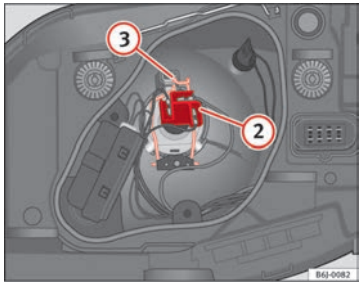

Fig. 158 Dipped beam/ main beam, single headlight
– Remove connector ⇒ Fig. 158 (2) from the bulb.
– Unclip the retainer spring ⇒ Fig. 158 (3) pressing inwards to the right.